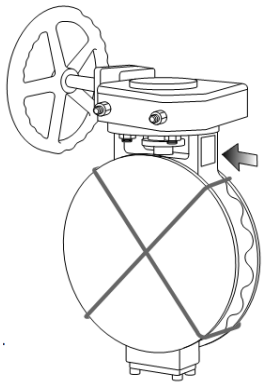

Рис. 2a
b. Проверить, соответствуют ли предназначению и условиям работы данные о материалах конструктивных частей и производственные стандарты, указанные в шильдике (поз. 19), (см. рис. 2a и 2b)